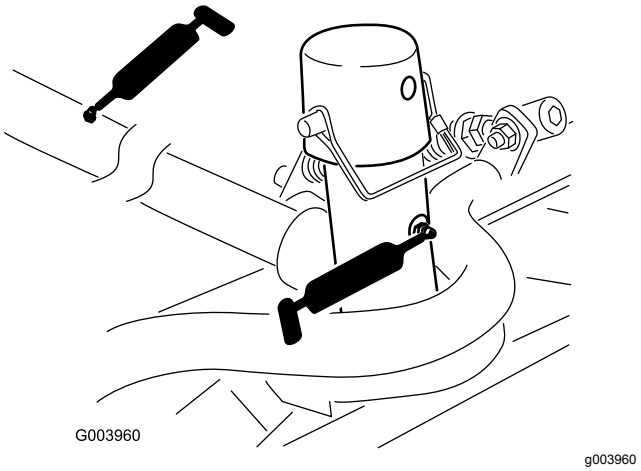

Figur 76
- Klippeenhedernes bæreramme og drejetap (2 hver) (Figur 76)